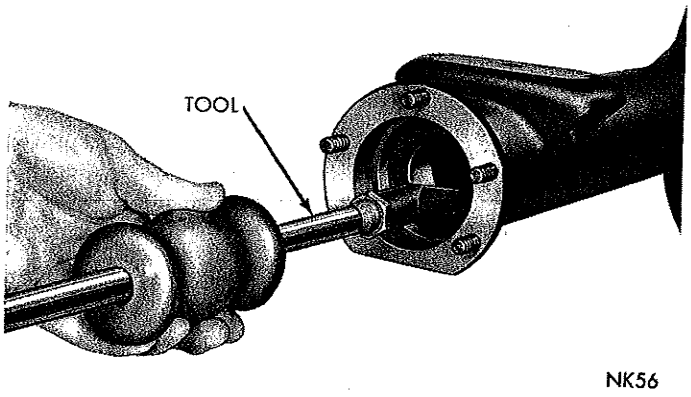

*Fig. 4—Removing Inner Seal*
(5) Remove axle shaft oil seal from axle housing using Tool C-637 (Fig. 4).